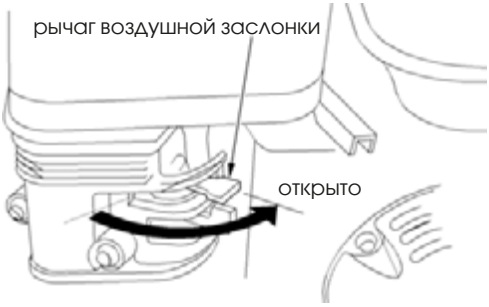

Рисунок 17
7. Если перед пуском двигателя рычаг воздушной заслонки был установлен в положение «ЗАКРЫТО», плавно установите его в положение «ОТКРЫТО» после того, как двигатель нагреется (рис. 17).